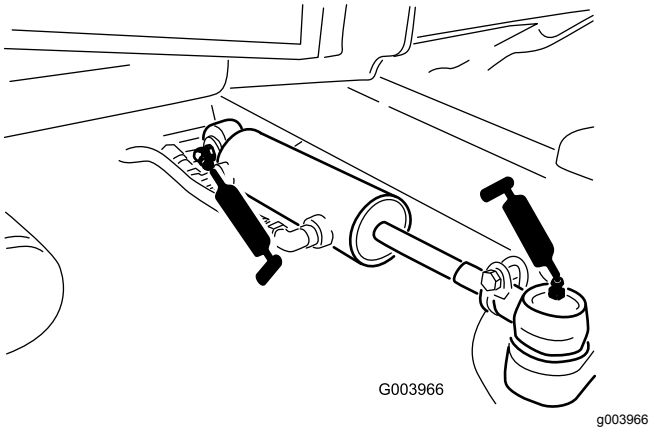

Figur 69
- Styresylinderens kuleledd (2) (Figur 69)